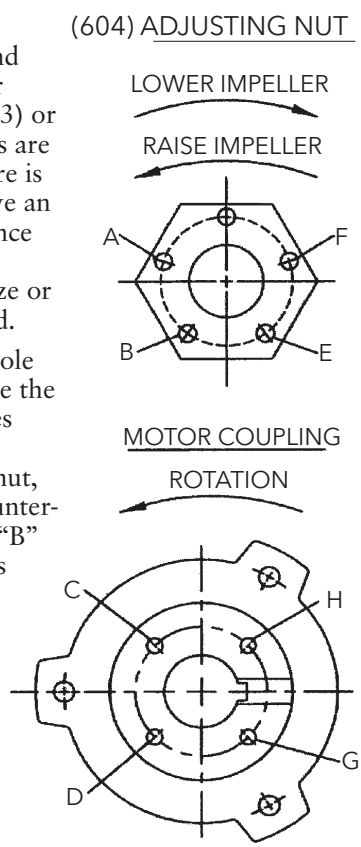

***Figure 13***
**NOTE: Shaft adjustment up or down is accomplished by turning the adjusting nut (604) Figure 13.**
**NOTE: There are five holes in the adjusting nut and only four in the motor coupling. See Figure 13.**
1. With shafting all the way down and the impellers resting on their seats, turn the adjusting nut (604) in counter-clockwise direction, thus lifting the shaft, until the impellers just clear their seats and the shaft/motor turns free by hand. This removes all deflection from the shaft.
2. Align hole "A" in the adjusting nut (604) and hole "C" in the driver coupling (See Figure13) or whatever similar holes are in like position. If care is exercised, this will give an initial impeller clearance of 0.001" to 0.003" depending on shaft size or the pitch of the thread.